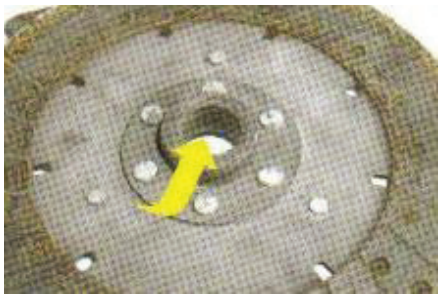

Рис. 3-13
(2) Значительный износ шлицев ступицы сцепления (рис. 3-13).